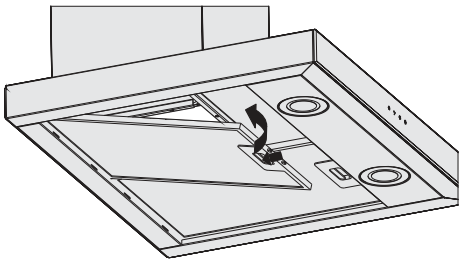

Abb. 20
8. Setzen Sie den Metallfettfilter wieder in die Dunstabzugshaube ein (Abb. 20).